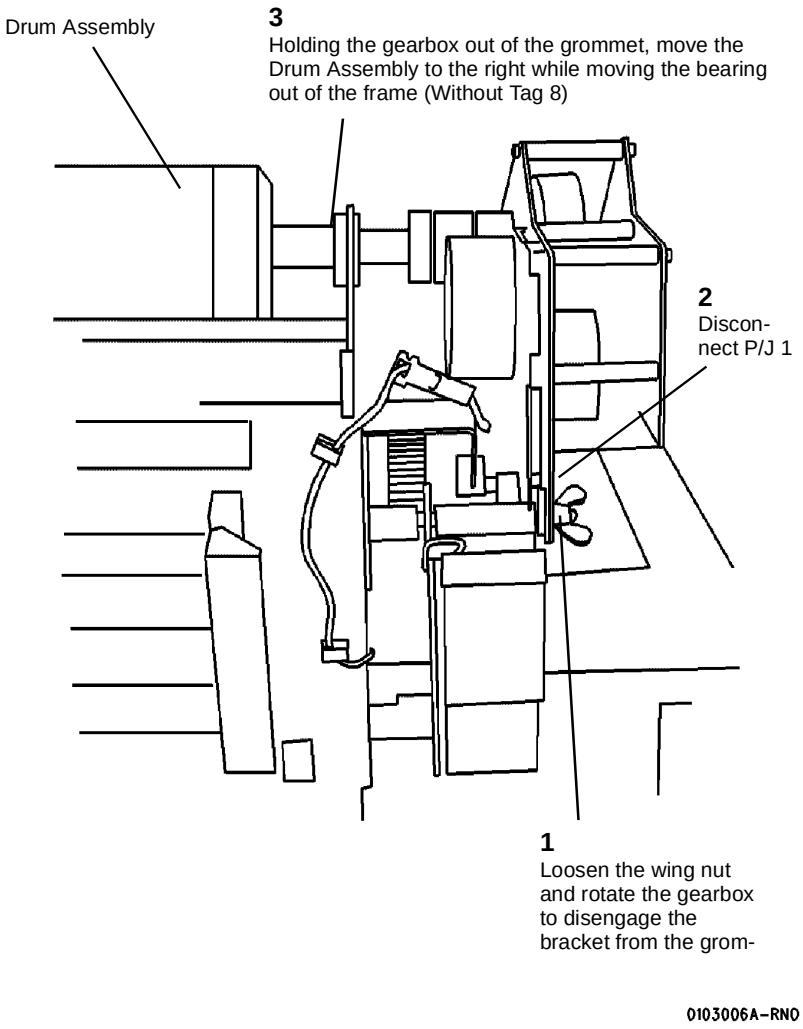

**Figure 5 Moving the Bearing (Right Side)**
10. (Figure 5): Move the bearing out of the Xerographic Module Frame (Right Side).